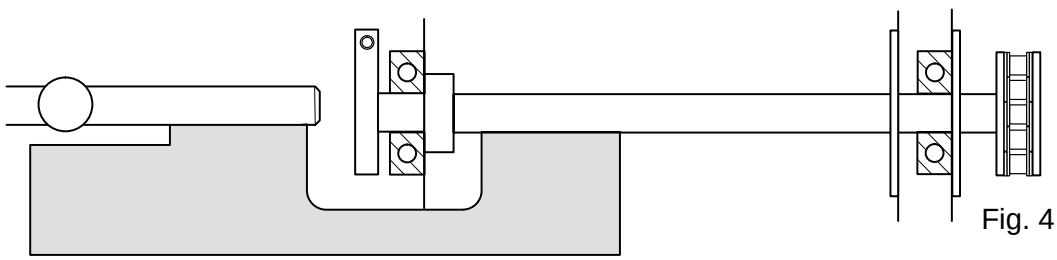

Fig. 4
Apply the template, see fig. 4, and set the carrier axle (7) and the printing wheel axle (4) parallel sideways by loosening the screws (1).